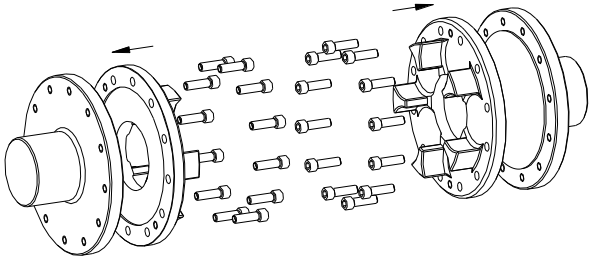
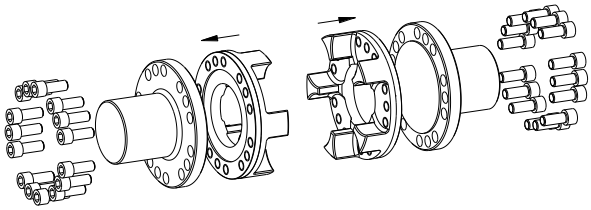

Fig. 22 : montage des flasques d'entraînement (type DF)
Fig. 23 : montage des flasques d'entraînement (type DFN)
- Positionner les flasques d'entraînement sur les flasques du moteur et du récepteur (voir fig. 22 type DF et fig. 23 type DFN).